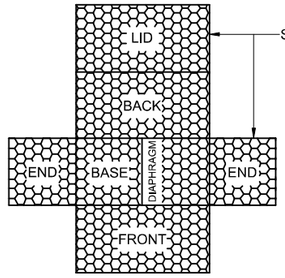

FIGURE 1
1. UNFOLD EACH GABION ON A HARD FLAT SURFACE. STRECH IT OUT AND STAMP OUT ANY KINKS. MAKE SURE THAT ALL CREASES ARE IN THE CORRECT POSITIONS FOR FORMING THE BOX - ONE AT THE EDGE OF EACH PANEL AND EACH DIAPHRADM (FIGURE 1).